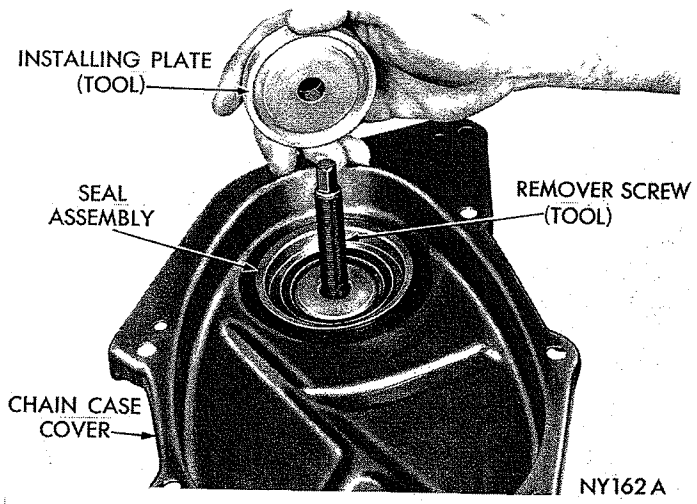

*Fig. 25—Positioning Installer Plate (Tool C-3506)*
(1) Insert remover screw through the removing and installing plate so the thin shoulder will be facing up.
(2) Insert the remover screw with the plate through the seal opening (inside of chain case cover facing up).
(3) Place the seal in cover opening, with neoprene down. Place seal installing plate into the new seal, with the protective recess toward lip of seal retainer (Fig. 25).